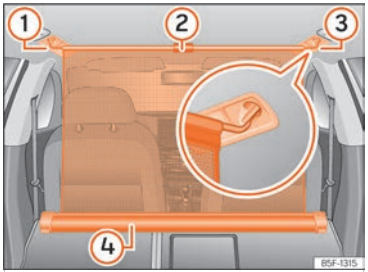

Fig. 188 Al maleter: xarxa de separació enganxada amb els respatllers del seient posterior abatuts.
- Estireu la llengüeta ››› fig. 188 ② cap amunt per treure la xarxa de la carcassa ④.
- Subjecteu la xarxa de separació al costat dret o esquerre ››› fig. 188 ③ (imatge ampliada).
- Subjecteu la xarxa de separació a l'allotjament de l'altre costat ››› fig. 188 ① estirant la barra.
La xarxa de separació està ben muntada quan els extrems en forma de T estan enganxats fermament als allotjaments corresponents ››› fig. 188 ③ i ①.
- Enrotlleu la xarxa a la carcassa ››› fig. 188 ④ abaixant-la amb la mà.